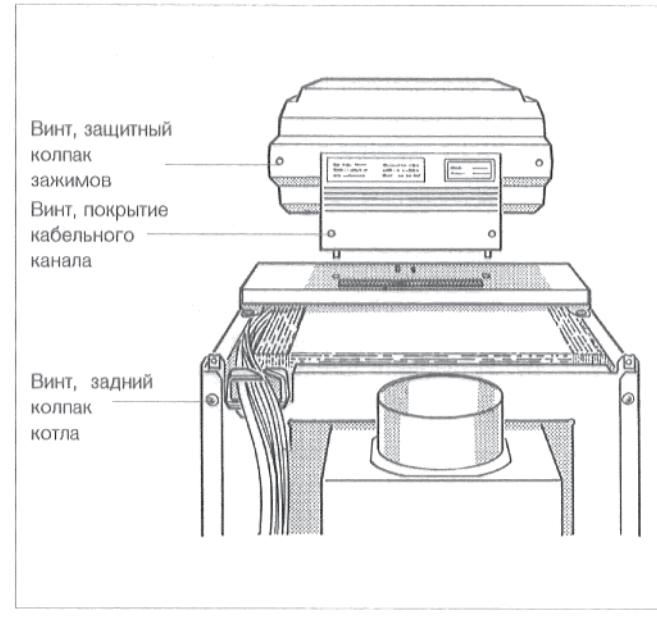

Рис. 6. Обратная сторона
- Вывинтить оба крепежных болта заднего колпака котла (рис. 6). Снять задний колпак котла.
- Вывинтить оба винта защитного колпака зажимов регулятора (рис. 6). Снять защитный колпак зажимов.